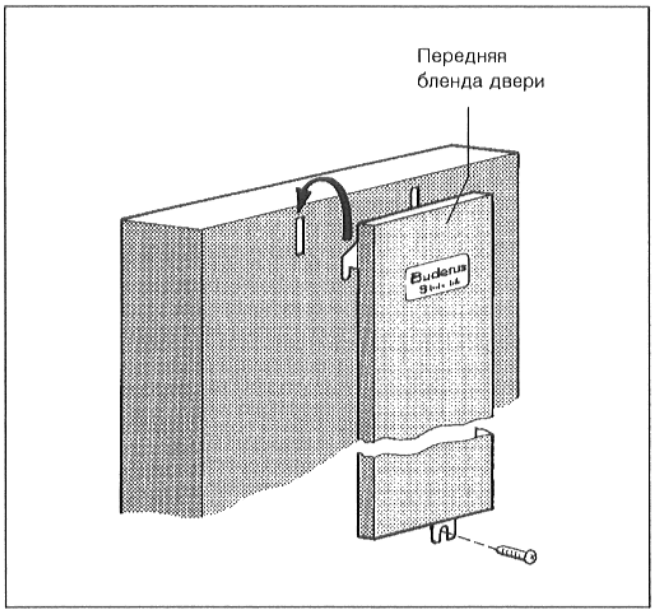

Рис. 20
- Вставить крышку двери котла обоими крюками в шлицы двери корпуса котла (Рис. 20).
- Плотно привинтить крышку к двери корпуса котла посредством самонарезного винта (Рис. 20).